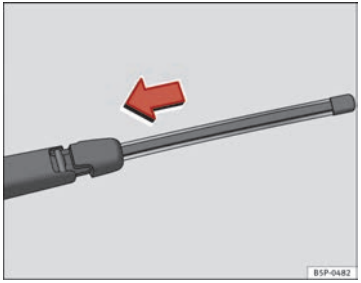

Abb. 173 Heckwischerblatt einsetzen
– Halten Sie das Wischerblatt wie in ⇒ Abb. 173 angezeigt fest und schieben Sie den Adapter so lange, bis er einrastet.